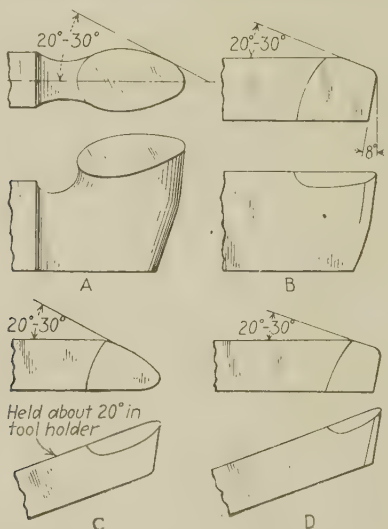

Fig. 46.—Contours of turning tools.
59. Contour of Turning Tool.—For generations past the "roughing tool" was forged and ground to have a top face substantially as shown in *A*, Fig. 46. That is, the top face was "egg shaped" with the cutting edge presented to the work at an angle of 20 to 30 deg. and the nose rounded in proportion to the size of the tool. Taylor proved that such a shape, with the round nose modified to meet conditions, will answer in most cases for roughing and finishing cuts in either steel or cast iron in the run of shop jobs in a 14- or 16-in. lathe, and for roughing cuts in the shaper, planer, and larger lathes.
In *B*, Fig. 46, is shown a shape of tool ground on a bar, which, as far as the cutting edge is concerned, is the same as the tool *A*. In *C* is shown a tool bit ground to resemble tool *A*, and in *D* the tool bit resembles the tool *B*. Practically, the four tools are alike in the shape of the cutting edges and in the cutting action.